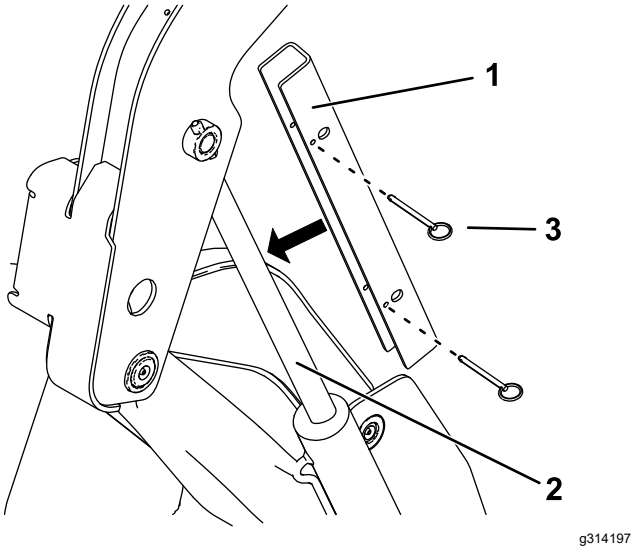

Figuur 31
5. Schuif de cilindervergrendeling over de hefcilinderstang (Figuur 31).